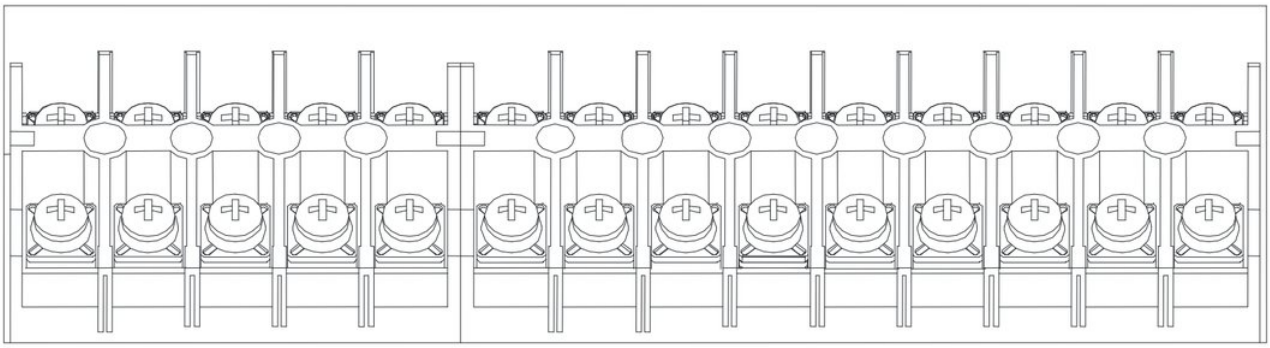
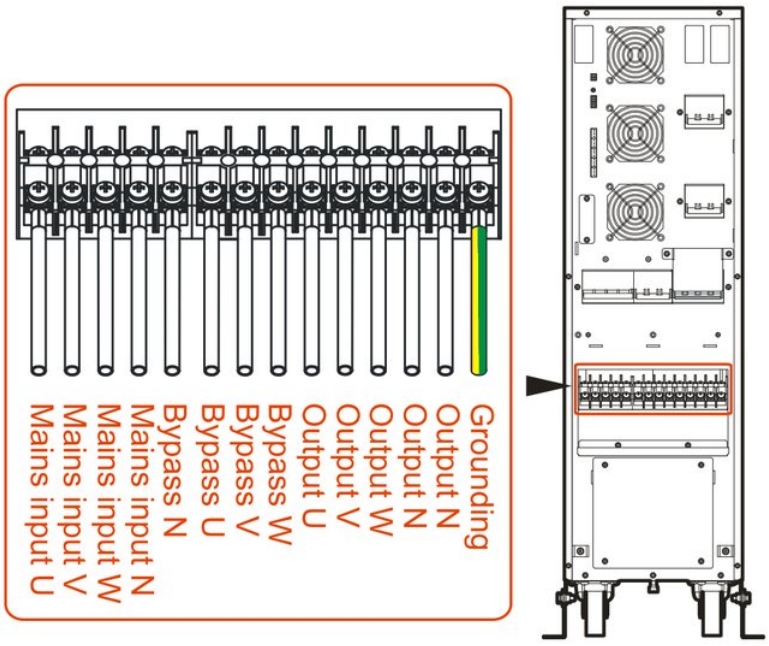
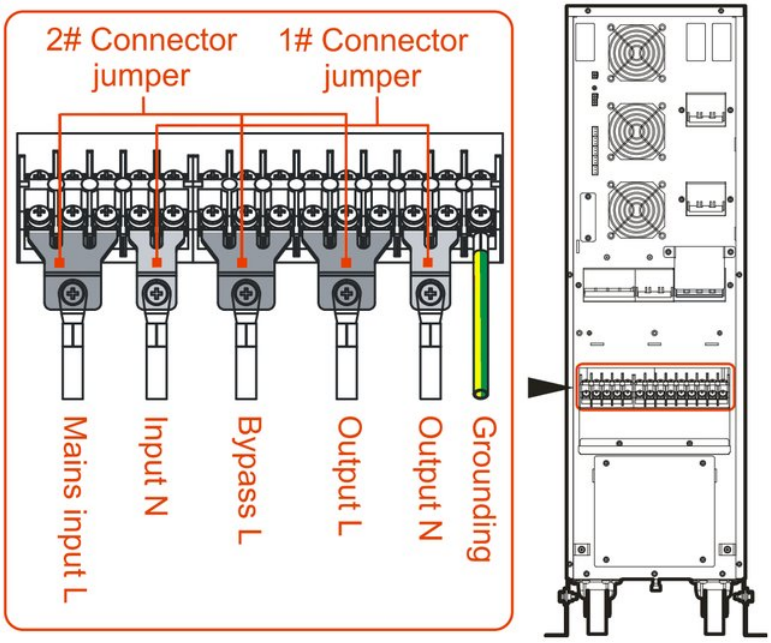

FIGURE 3-9 Wiring terminal marking
FIGURE 3-10 Wiring diagram 1 of 33 mode
FIGURE 3-13 Connector jumper and wiring diagram of 11 mode
2. The 10K/15K/20K UPS has three modes, 33, 31 and 11; the terminal markings are shown in Figure 3-9. The wiring terminals differ slightly between 33, 31 and 11 mode, as shown in Figure 3-10 to Figure 3-13.
When the mains input and bypass input come from different sources, they are connected separately, as shown in Figure 3-10.
Take a pair of 1# connector jumpers and three 2# connector jumpers (optional accessories) and fit them to the UPS wiring terminals (as shown in Figure 3-13). Then connect the cables to the corresponding terminals according to the wiring diagram.